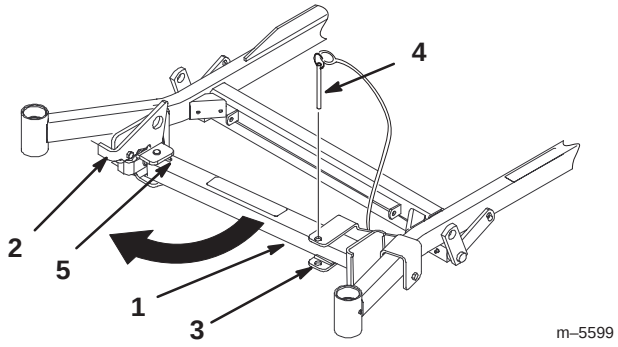

Figure 26
2. Retirez la goupille du support (Fig. 26).
3. Soulevez le verrou. Déployez le pied du support et poussez le support vers la machine, au bas de la fente (Fig. 26 et 27).
4. Ramenez le support à sa position de repos (Fig. 26).